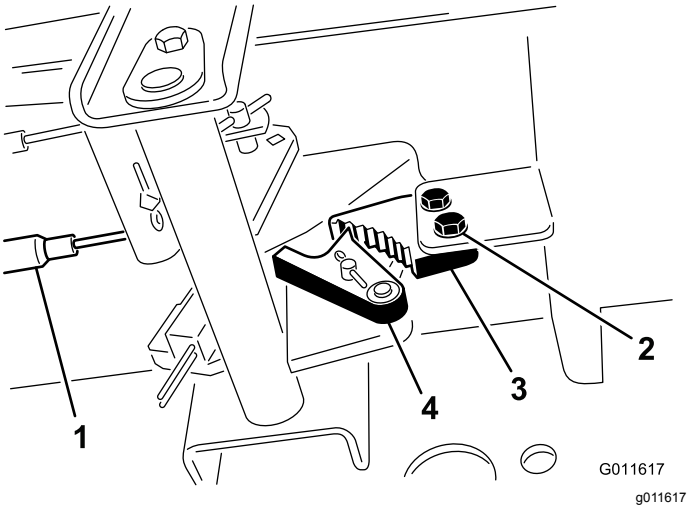

Figur 64
1. Lossa de två skruvar som håller fast parkeringsbromsens spärrhake på ramen (Figur 64).
2. Tryck parkeringsbromspedalen framåt tills bromsspärren griper in helt i parkeringsbromsens spärrhake (Figur 64).